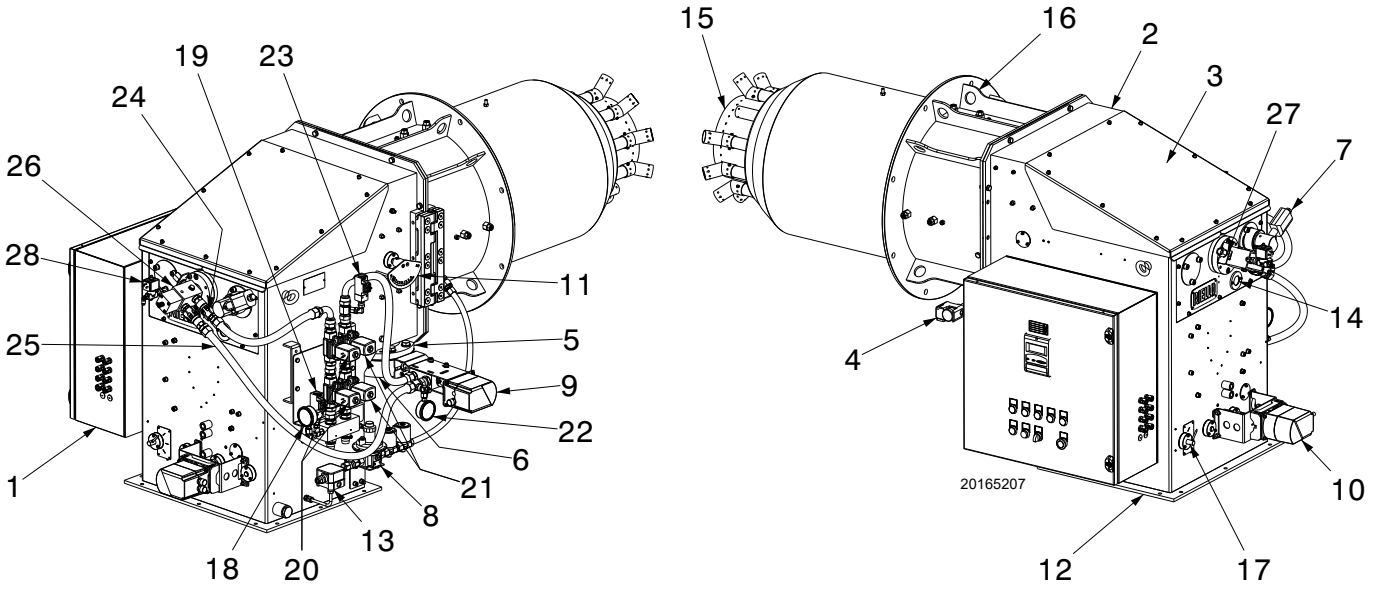

Fig. 8
(1) Reference conditions: Ambient temperature 20°C - Gas temperature 15°C - Barometric pressure 1013 mbar - Altitude 0 m a.s.l.
(2) Pressure at the test point (Fig. 8 on page 12) with zero pressure in the combustion chamber and at the maximum output of the burner.
kEY (Fig. 8)